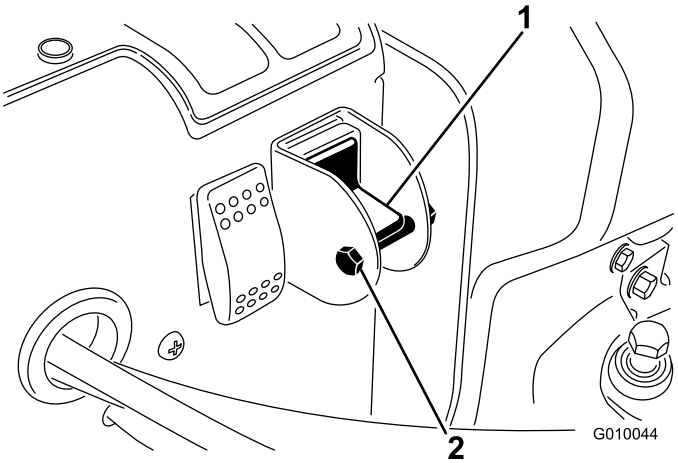

**Figuur 29**
3. Verwijder de borgbout en de borgmoer van de keuzeschakelaar (Figuur 29).